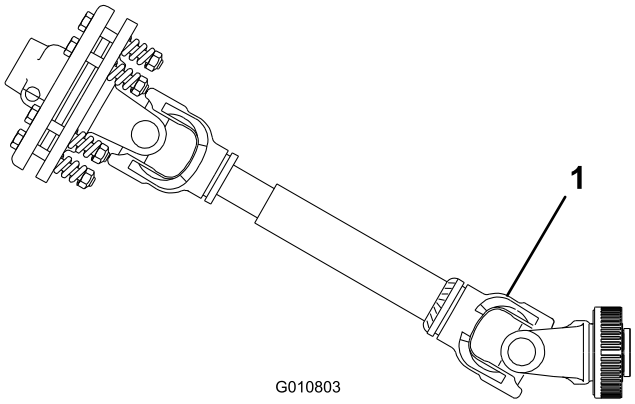

**Figur 10**
**Viktig: Når du kobler til kraftuttaket, må du sørge for at luftemaskinen ikke heves høyere enn nødvendig. Hvis du heiser maskinen for høyt opp, kan kraftuttaksakselen brekke (Figur 10). Gå aldri fra kraftuttaket mens det er i gang, når luftemaskinen er oppheist. Kraftuttaket kan drives med en vinkel på opptil 25°, men hvis vinkelen overskrider 35° når luftemaskinen står i den høyeste stillingen, kan det føre til at akselen blir alvorlig skadet.**